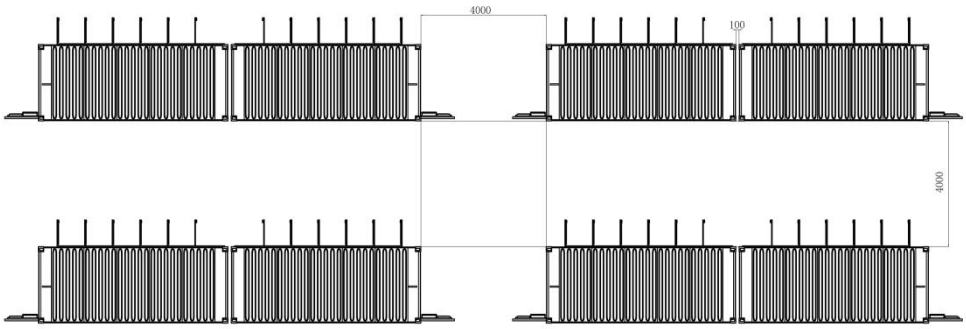

Figure 5-10 Schematic diagram of distance requirements between battery containers (AB container back-to-back plan)
- The distance requirements between battery containers (AB container back-to-back plan): the distance between the long sides should not be less than 4m, and the distance between the short sides (the heat dissipation surface should not be less than 4m, and the non-heat dissipation surface should not be less than 100mm), as shown in FIGURE 5-10.